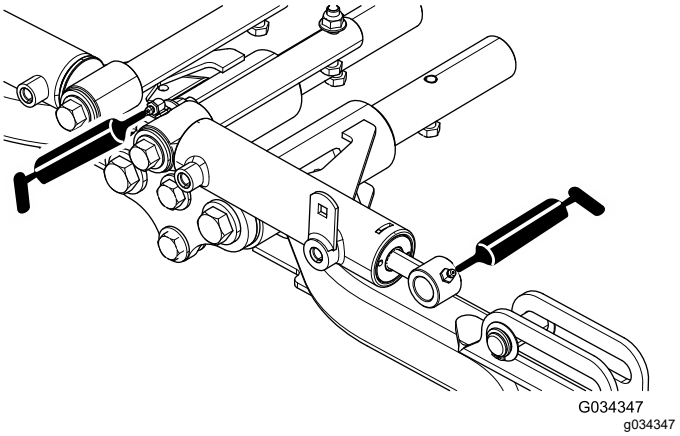

**Figur 49**
- Främre lyftarmstappar och lyftcylindrar (3 av varje), se Figur 49.